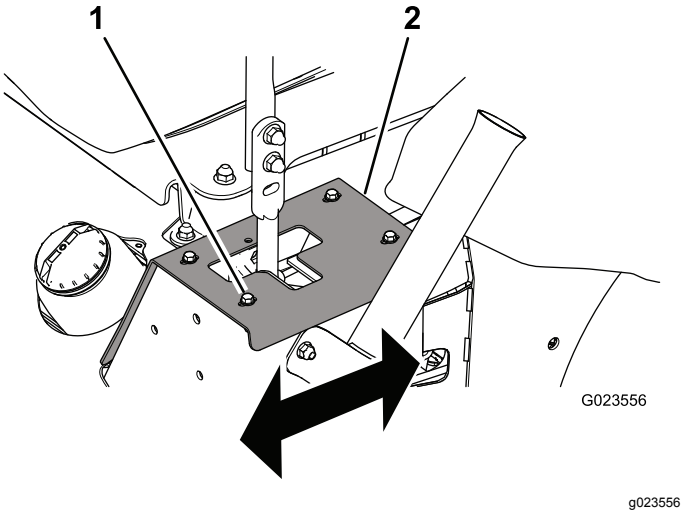

Figuur 55
- Als de machine een afwijking naar rechts heeft, draai dan de bouten los en zet de linker aanslagplaat naar achteren tot de machine recht rijdt (Figuur 55).
- Als de machine een afwijking naar links heeft, draai dan de bouten los en zet de rechter aanslagplaat naar achteren tot de machine recht rijdt (Figuur 55).
1. Bout (4)
3. Draai de bouten vast om de aanslagplaat te borgen (Figuur 55).